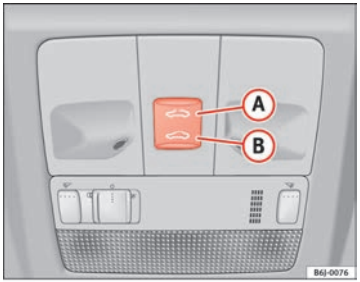

Fig. 48 Panorama/tilting sunroof
– Press and hold button (B) ⇒ fig. 48 ⇒ ⚠. The roof starts to close until the button is released.